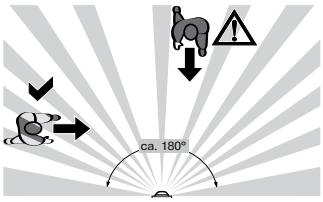

Bild 6: Bewegungsrichtung und Erfassung
- Bewegungsrichtung beachten: Unterschieden wird zwischen "darauf zugehen" und "quer gehen". Bewegungen quer zum Bewegungsmelder können besser erfasst werden als Bewegungen auf den Bewegungsmelder zu (Bild 6).